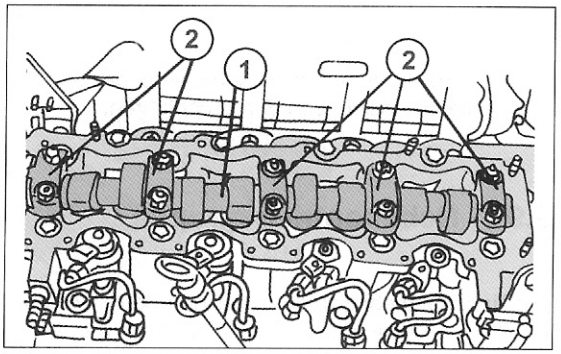

Bild 129
- Die fünf Lagerdeckel der Nockenwelle auf Einbaulage kennzeichnen. Deckel Nr. 1 befindet sich auf der Seite der Einspritzpumpe (Bild 129). Die Muttern der Lagerdeckel gleichmäßig von außen nach innen zu lockern und abnehmen. Die Nockenwelle kann jetzt herausgenommen werden.